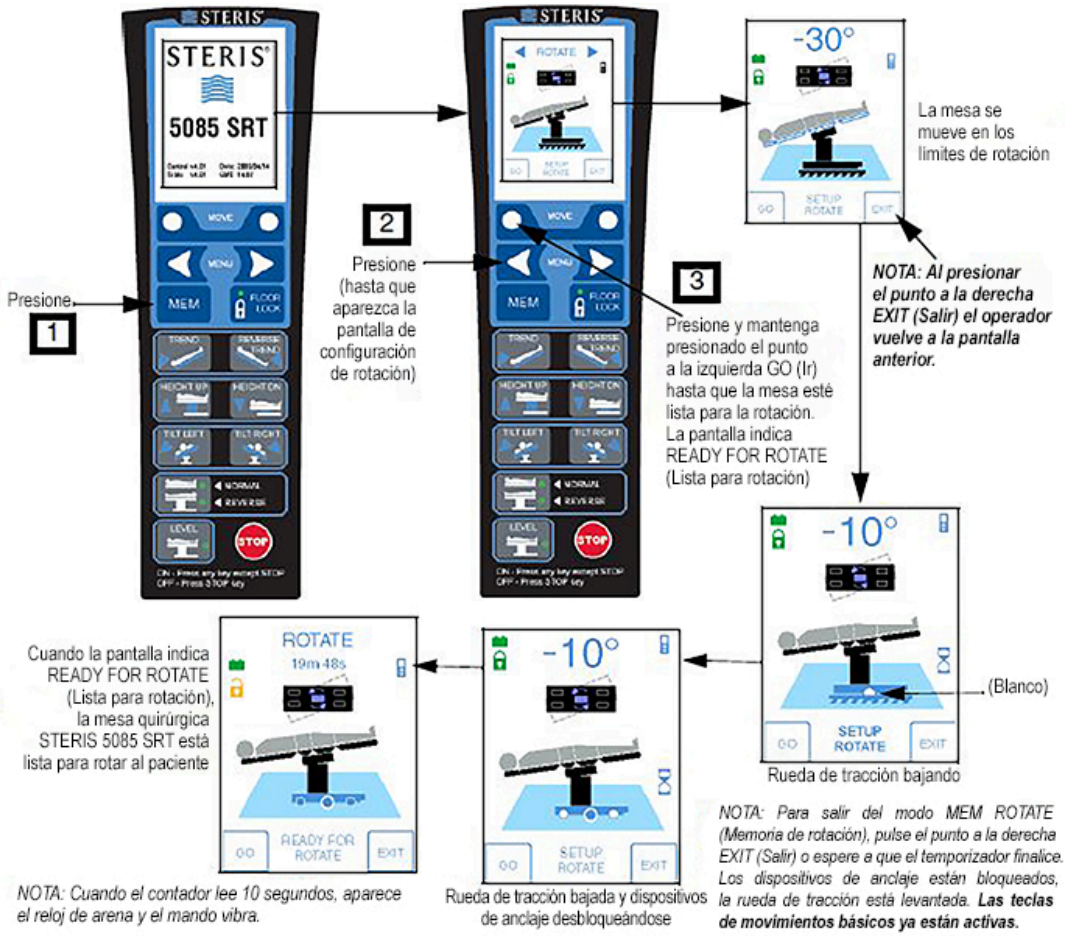
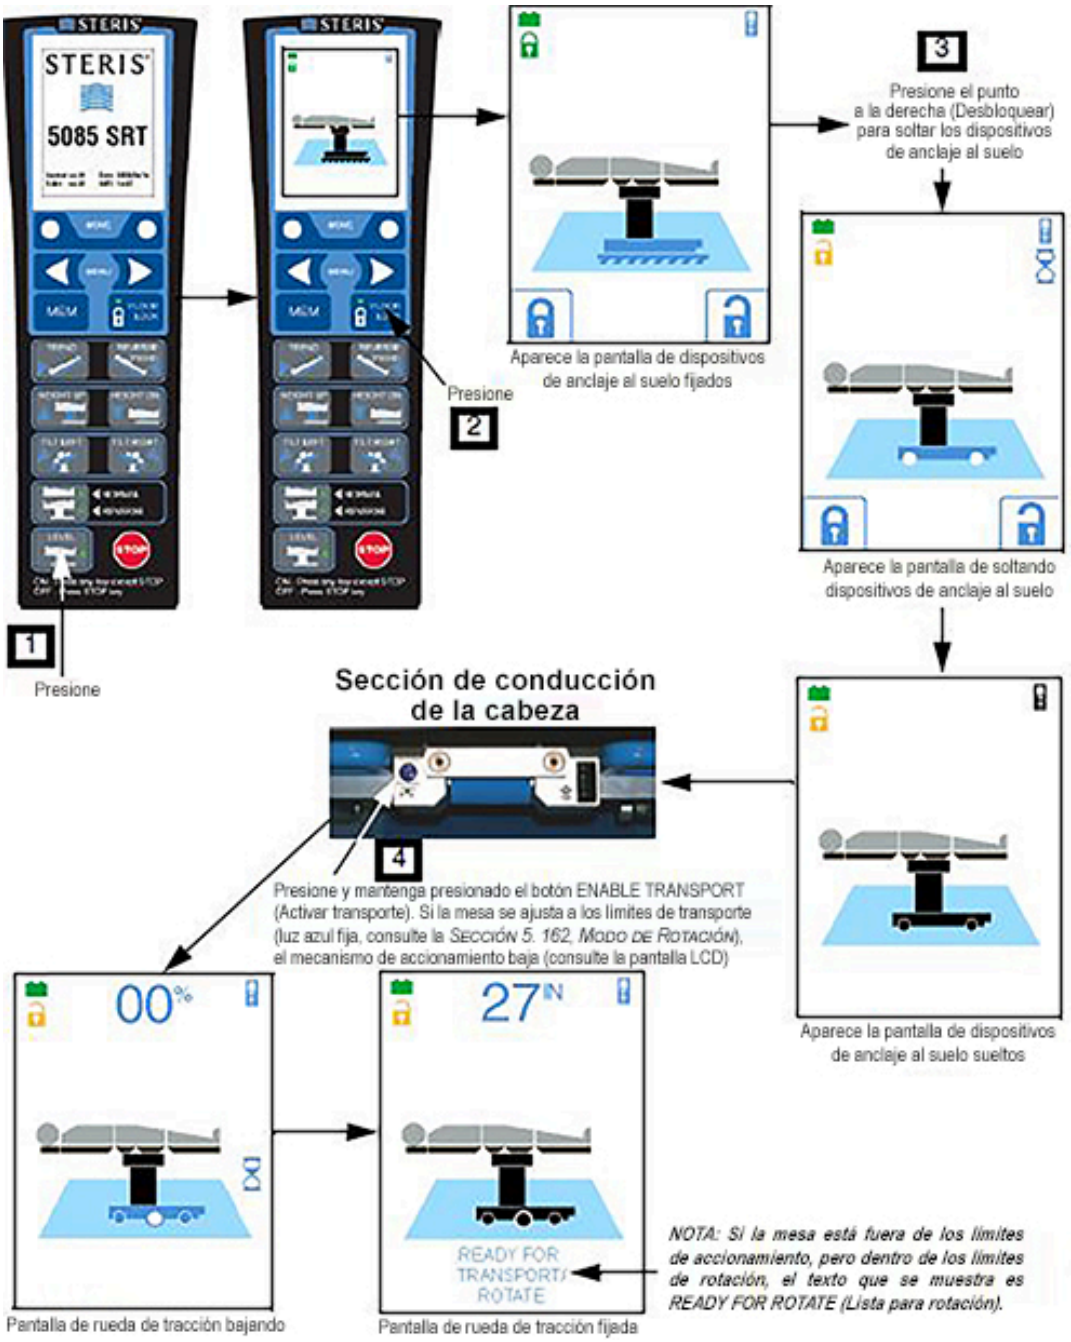

Figura 5-4. Función de rotación de la mesa, modo automático
Figura 5-5. Función de rotación de la mesa, modo manual
6. Rotar al paciente o la mesa del modo mostrado en la *Figura 5-4* (modo automático) o en la *Figura 5-5* (modo manual).